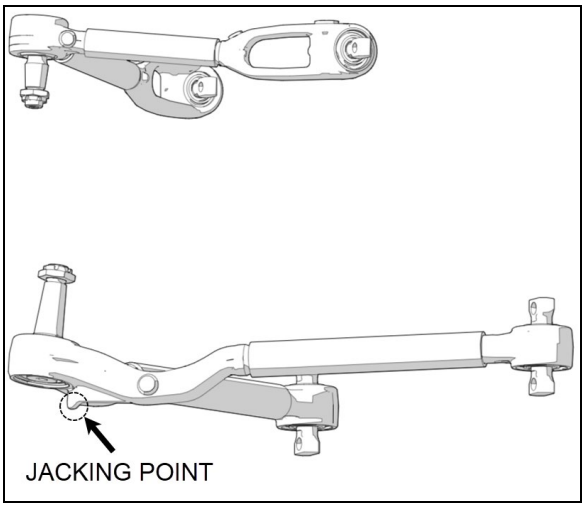

FIGURE 23: UPPER & LOWER CONTROL ARMS
1. Support the IFS at the lower control arms jacking point (Figure 23).